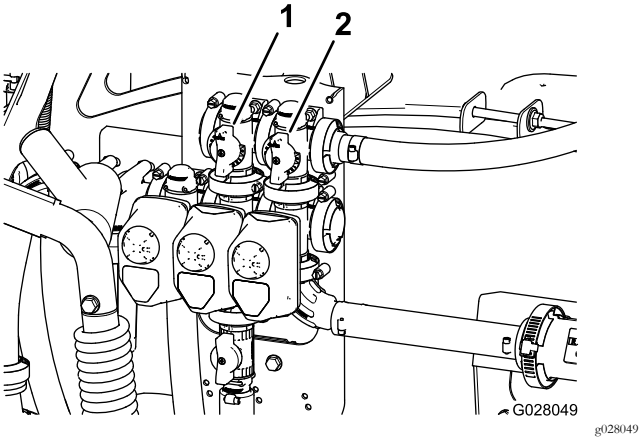

Figura 109
11. Ajuste a válvula de distribuição de agitação (Figura 109) na parte posterior da válvula de agitação até que a pressão indicada no medidor seja 6,9 bar.
9. Ajuste o manípulo de distribuição principal das rampas para controlar a quantidade de agitação que ocorre no depósito (Figura 109)